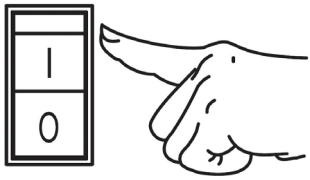

Рис. 14 Выключатель зажигания GG3200
4. Вставьте ключ в замок зажигания на панели управления и переведите ключ в положение «ВКЛ.» (Включено) (Рис. 13). Для модели GG3200: переведите выключатель зажигания в положение «I» (Включено) (Рис. 14).